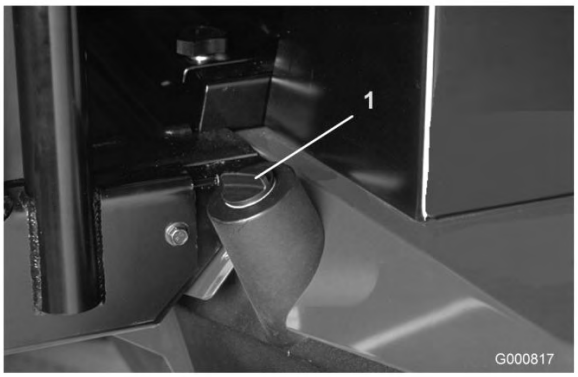

Figura 34
2. Limpe a zona em redor do tubo de enchimento e da tampa do depósito hidráulico (Figura 34). Retire a tampa do tubo de enchimento.